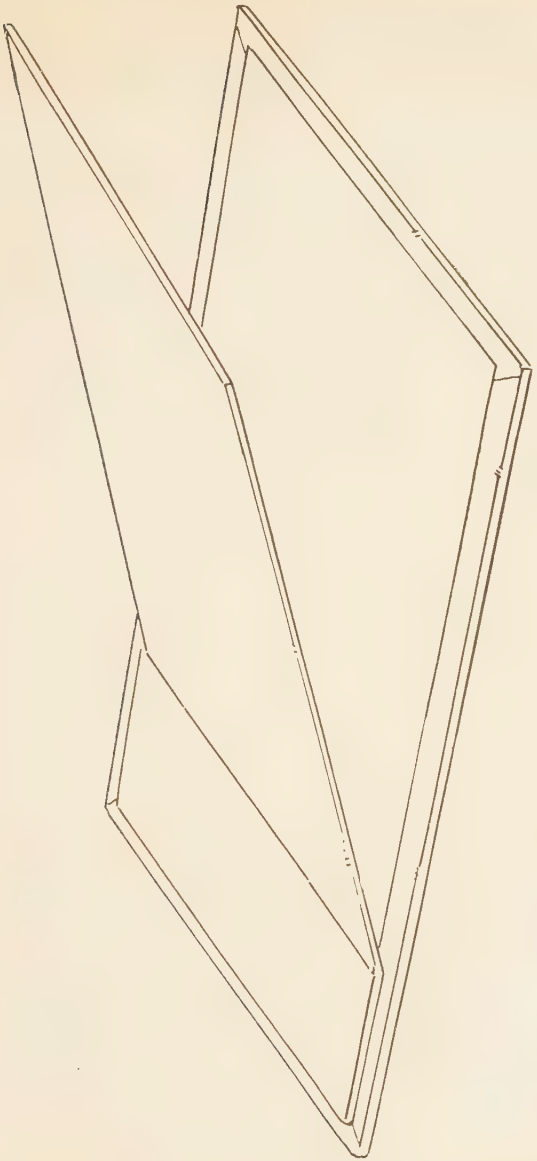

Fig. 79—Easel Attached to Back of Calendar Face Board
15. Turn the easel board face down on a piece of newspaper, place another piece of paper over the large lower portion of the easel and *glue-off* carefully the narrow board back of the easel (this is the 2″ wide piece). Affix this carefully to the back of the face board, *at the top* where your lining paper does not cover it. (Fig. 79.)